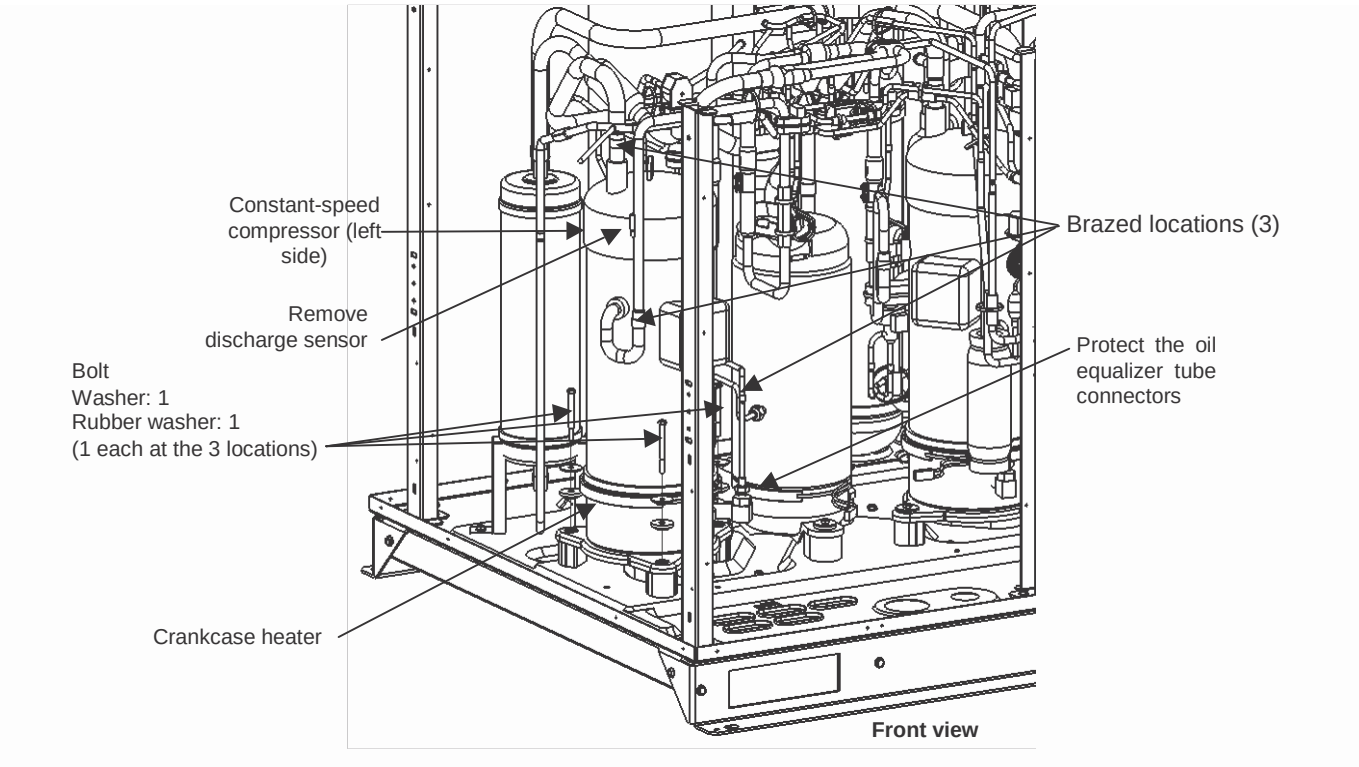

Fig. 23
(7) Disconnect the 3 brazed locations shown in the figure 23.
(8) Pull the compressor toward you.